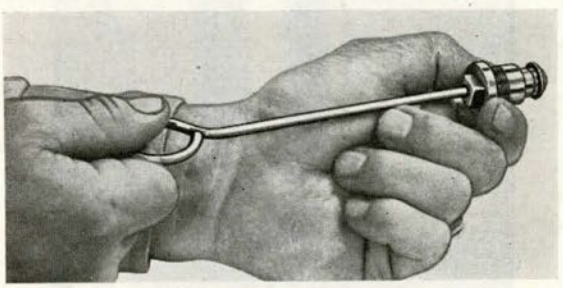

Figure 151
*12. Lap valve to plug and guide, using oil (C) (Fig. 151). **(74)**
13. Clean, inspect, oil (C), and assemble air check valves, springs, centering bushings, washers, and valve plugs and guides in air check-valve body, holding valves in plugs with screw rod until threads are engaged. Then remove screw rod and set up on plugs. **(74, 12)**